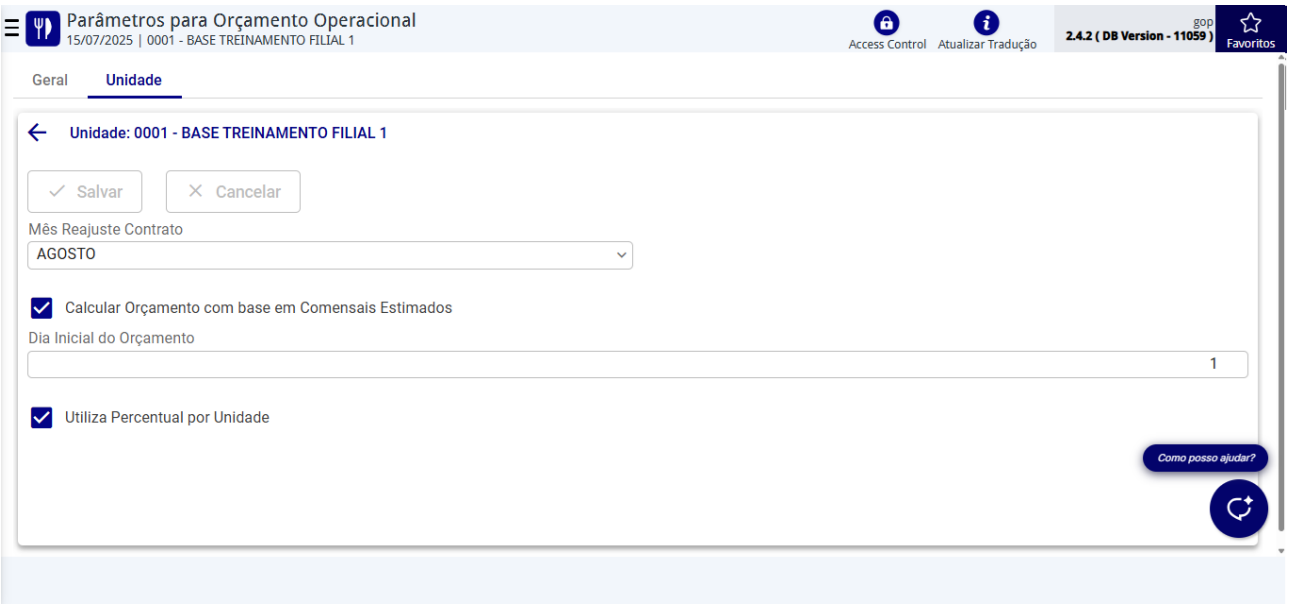

Figura 35: Formulário Unidade
2. Realize as edições através dos campos disponibilizados no **formulário** (Figura 35):